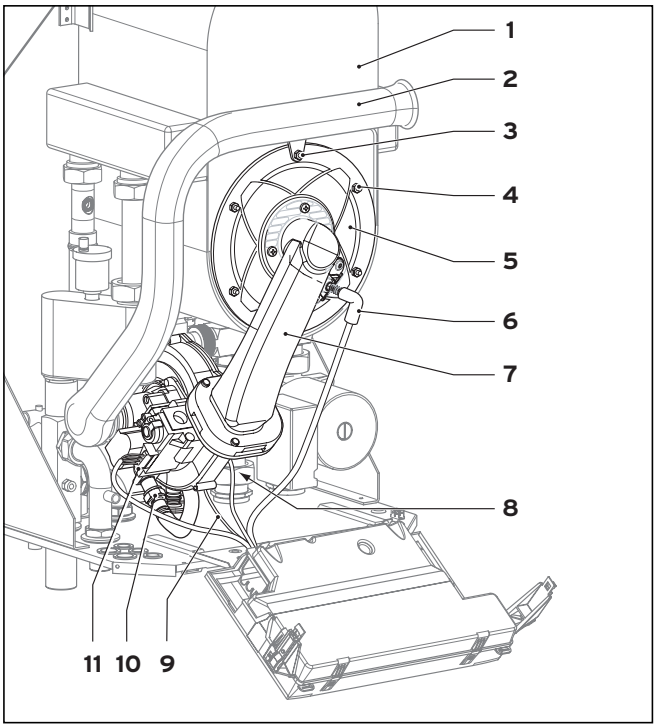
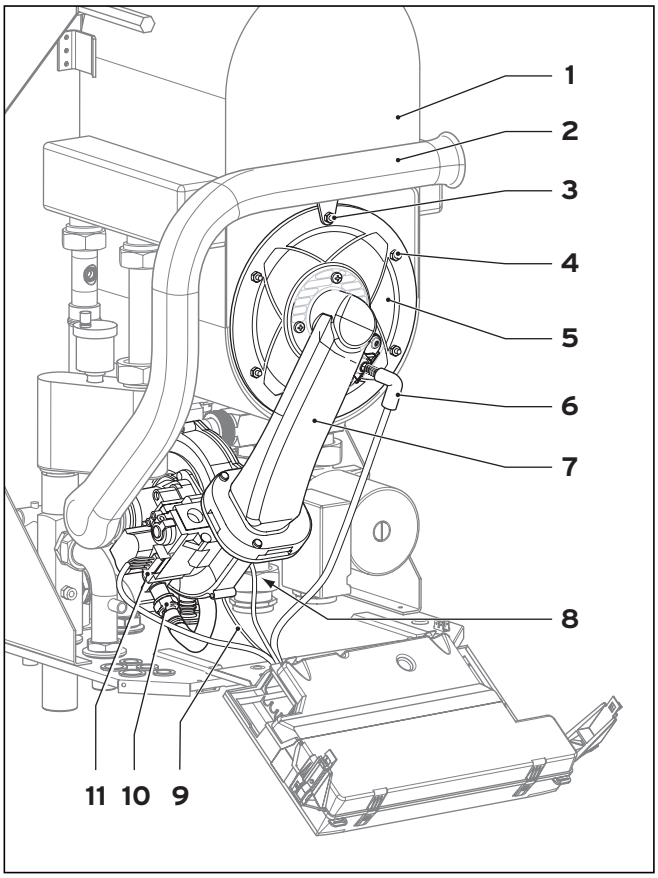

Рис. 7.1 Демонтаж термо-модуля
Рис. 7.3 Монтаж термо-модуля
Термо-модуль состоит из вентилятора с регулируемой частотой вращения, газовой арматуры, смесительной трубы, а также горелки с фланцем. Эти четыре узла образуют термомодуль. При демонтаже соблюдайте следующий порядок действий: (см. рис. 7.1)
- Отпустите крепежный винт (3) трубы всасывания воздуха и поверните трубу всасывания воздуха (2) вперед; затем снимите трубу со всасывающего патрубка.
- Вытащите оба штекера запального и заземляющего провода из запального электрода (6).
- Отсоедините линию подачу газа (10) на нижней стороне газовой арматуры (рис. 7.1).
- Снимите кабель (8) с двигателя вентилятора (муфта), сигнальный кабель PWM под вентилятором (9) и кабель, ведущий к газовой арматуре (11).
- Отпустите 6 гаек (4).
- Установите термо-модуль (5) на интегральный конденсационный теплообменник (1) (рис. 7.3).
- Равномерно затяните 6 гаек (4) в крестообразном порядке.
- Установите трубу всасывания воздуха (2, рис. 7.1) на всасывающий патрубок и затяните винт (3).
- Присоедините линию подачу газа (10) с новым уплотнением (ET-№ 981142) к газовой арматуре. Для этого используйте подходящий гаечный ключ.
- Подключите оба штекера запального и заземляющего провода к запальному электроду (6).
- Установите на место кабель (8) на двигатель вентилятора (муфта), сигнальный кабель PWM под вентилятором (9) и кабель, ведущий к газовой арматуре (11).